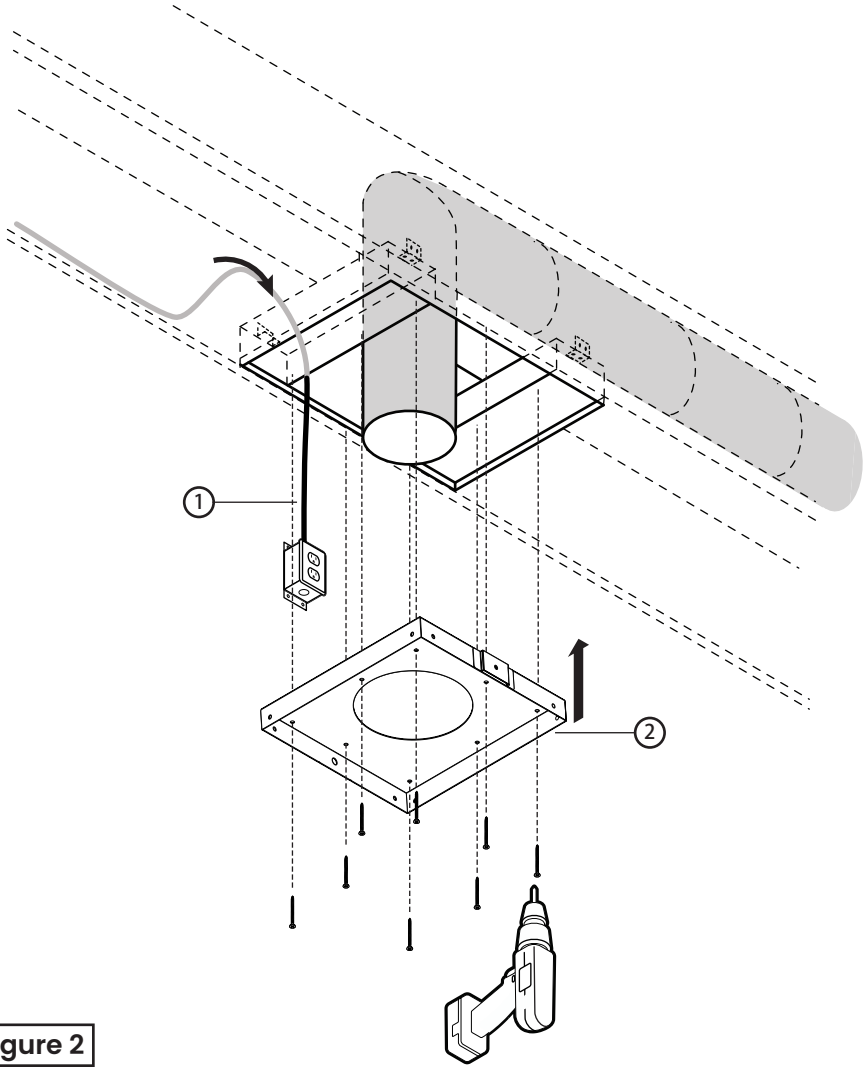

Figure 2
6. Secure the top plate of the support bracket to the ceiling with four wood screws, making sure that the screws are driven into the wood above the drywall as shown in Figure 2.